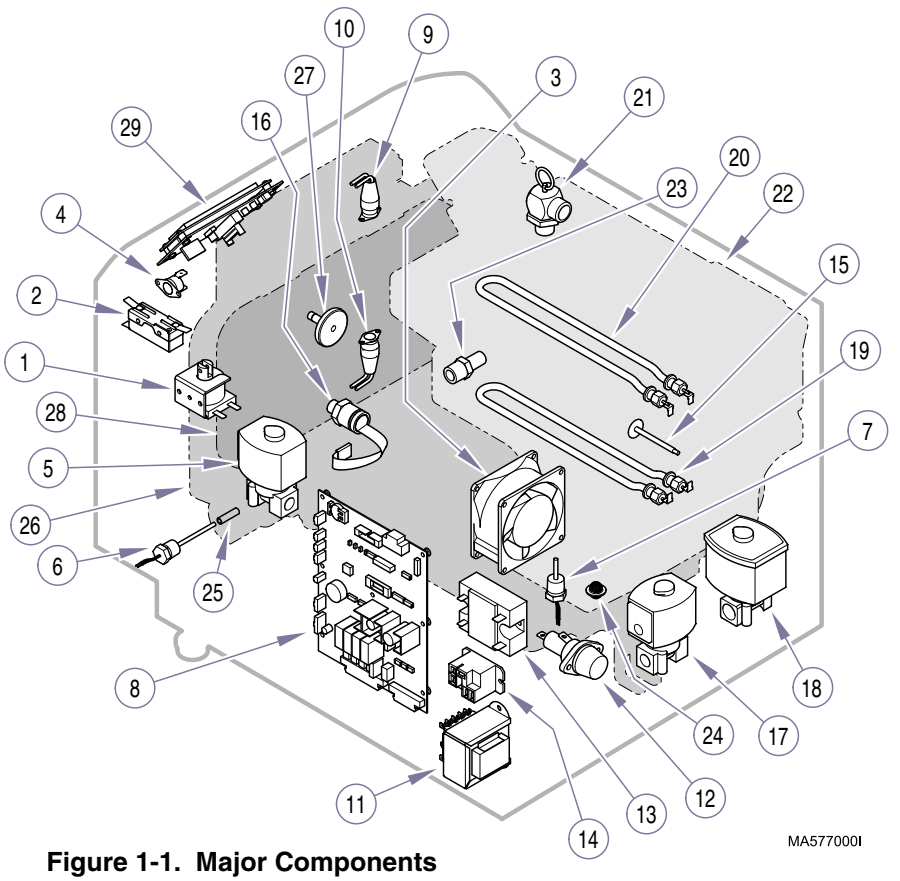

Figure 1-1. Major Components
A. General Description (See Figure 1-1).
The major serviceable components of the sterilizer are (refer to Figure 1-1, Major Components).